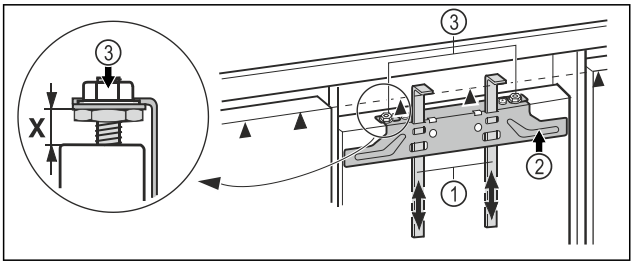

Fig. 58
▶ Монтажные приспособления *Fig. 58 (1)* сдвиньте вверх на высоту мебельного фасада. Нижняя упорная кромка ▲ монтажного приспособления = верхней кромке мебельной двери, которую планируется смонтировать.
▶ Открутите крепежную поперечину *Fig. 58 (2)* с помощью контргаек *Fig. 58 (3)*.